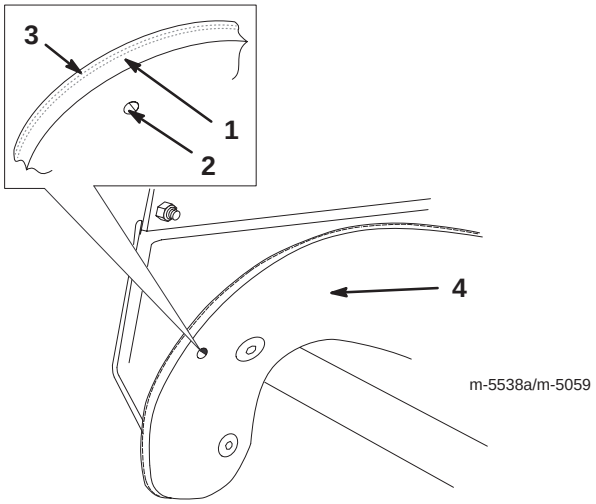

Figur 21
1. Granska eggen på ett nytt rotorblad för att se skillnaden i tjocklek hos gummilagren (figur 21).
Montera det nya rotorbladet med det tjocka gummilagret på *insidan* av den svängda ytan (figur 21). Om du inte monterar rotorbladet riktigt kommer det att slitas ut snabbare.
3. Fäst det nya rotorbladet vid rotorhalvorna med de två sexkantskruvarna och de två låsmuttrarna som du lossade tidigare. Placera skruvhuvudena på rotorbladets tjocka gummisida (figur 21).
4. Böj rotorbladet och fäst det med torxskruvarna och låsmuttrarna som du lossade tidigare. Placera skruvhuvudena på bladets tjocka gummisida (figur 21).